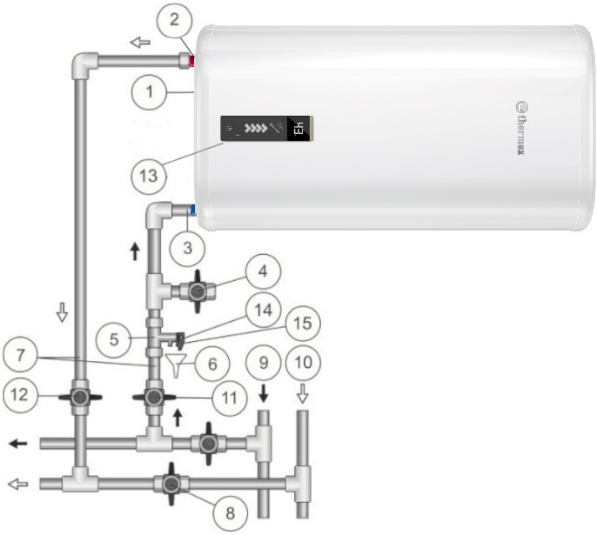

Рисунок 1. Схема подключения ЭВН к водопроводу в вертикальном/горизонтальном положениях
Внутренний бак имеет специальное биостеклофарфоровое покрытие, надежно защищающее внутреннюю поверхность от химической коррозии и, как следствие, длительный срок эксплуатации. Пространство между внешним корпусом и внутренним баком заполнено пенополиуретаном - современной, экологически чистой теплоизоляцией, обладающей наилучшими характеристиками теплосбережения. Модели Olympic имеют два резьбовых патрубка: для входа холодной воды (Рис. 1, п. 3) с синим кольцом и выхода горячей воды (Рис. 1, п. 2) с красным кольцом. На лицевой стороне ЭВН во всех моделях находится электронная панель управления (Рис. 1, п. 16).
Предохранительный клапан (Рис. 1, п. 5) выполняет функции обратного клапана, препятствуя попаданию воды из водонагревателя в водопроводную сеть в случаях падения в последней давления и в случаях возрастания давления в баке при сильном нагреве воды, а также функции защитного клапана, сбрасывая избыточное давление в баке при сильном нагреве воды. Во время работы водонагревателя вода может просачиваться из выпускной трубы предохранительного клапана для сброса излишнего давления, что происходит в целях безопасности водонагревателя. Эта выпускная труба должна оставаться открытой для атмосферы и быть установлена постоянно вниз и в незамерзающей окружающей среде.
Необходимо обеспечить отвод воды из выпускной трубы предохранительного клапана (Рис. 1, п. 14) в канализацию, предусмотрев при монтаже ЭВН соответствующий дренаж (Рис. 1, п. 6).
Необходимо регулярно (не реже одного раза в месяц) проводить слив небольшого количества воды через выпускную трубу предохранительного клапана в канализацию для удаления известковых осадков и для проверки работоспособности клапана. Для открывания клапана он снабжен ручкой (Рис. 1, п. 15). Необходимо следить, чтобы во время работы ЭВН эта ручка находилась в положении, закрывающем слив воды из бака.
- эксплуатировать ЭВН с исправно работающим предохранительным клапаном из комплекта поставки ЭВН (см. Рис.1. п. 5);
Установить предохранительный клапан (Рис. 1, п. 5) на входе холодной воды (Рис. 1, п. 3), помеченном синим кольцом, закрутив на 3,5 - 4 оборота, обеспечив герметичность соединения любым уплотнительным материалом (льном, лентой ФУМ и др.).
Рисунок 1: 1 – ЭВН, 2 – патрубок горячей воды, 3 – патрубок холодной воды, 4 – сливной вентиль, 5 – предохранительный клапан, 6 – дренаж в канализацию, 7 – подводка, 8 – перекрыть вентиль при эксплуатации ЭВН, 9 – магистраль холодной воды, 10 – магистраль горячей воды, 11 – запорный вентиль холодной воды, 12 – запорный вентиль горячей воды, 13 – панель управления, 14 – выпускная труба предохранительного клапана, 15 – ручка для открывания предохранительного клапана.
После подключения откройте вентиль подачи холодной воды (Рис. 1, п. 11) в ЭВН, кран выхода горячей воды из ЭВН (Рис. 1, п. 12) и кран горячей воды на смесителе, чтобы обеспечить отток воздуха из водонагревателя. При конечном заполнении ЭВН из крана смесителя непрерывной струей потечет холодная вода. Закройте кран горячей воды на смесителе.
Примечание: для облегчения обслуживания ЭВН в процессе эксплуатации рекомендуется установка сливного вентиля (Рис. 1, п. 4) в соответствии с Рис. 1 (для моделей, не оборудованных сливным патрубком (не входит в комплект поставки ЭВН)).
На сенсорной панели управления водонагревателя расположены: кнопка включения/выключения, кнопки регулировки температуры, индикатор нагрева, электронный дисплей (Рис.1).